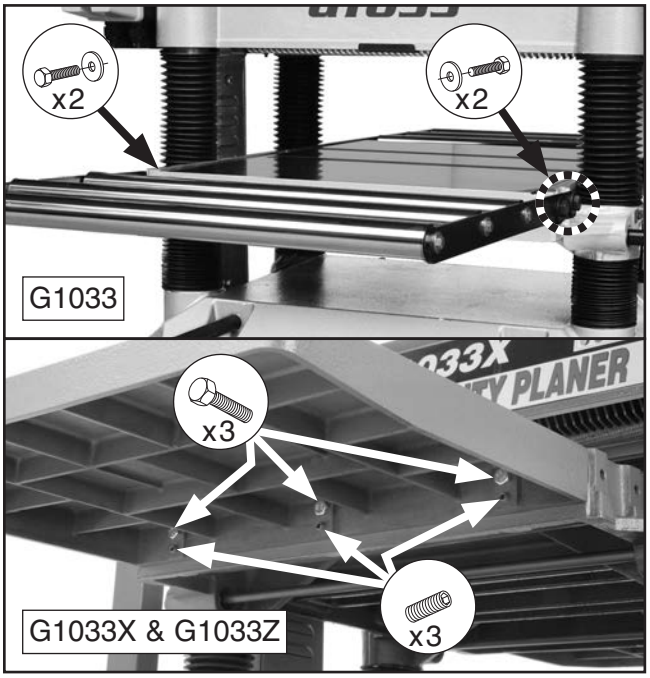

Figure 12. Extension table mounting locations.
1. **G1033:** Attach each roller extension table to planer table with (4) M10-1.5 x 25 hex bolts and (4) 13mm fender washers (see **Figure 12**). Do not fully tighten hex bolts at this time.
G1033X & G1033Z: Attach each cast-iron extension table to planer table with (3) M8-1.25 x 25 hex bolts (see **Figure 12**). Do not fully tighten hex bolts at this time.
2. **G1033X & G1033Z:** Thread (3) M8-1.25 x 12 set screws into each extension table at locations shown in **Figure 12**.